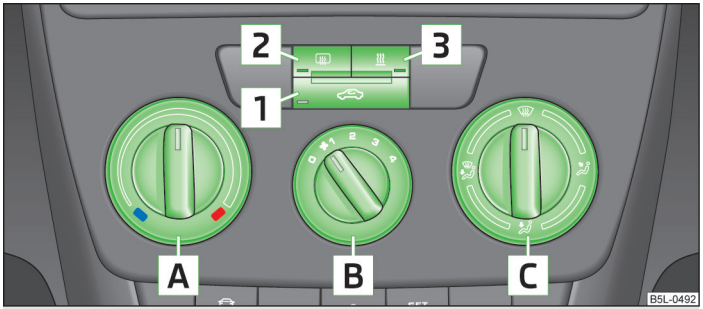

Fig. 90 **Heating: Control elements**
› Turn the control dial A » Fig. 90 to the right to increase the temperature.
› Turn the blower switch B » Fig. 90 into one of the positions, 1 to 4, to switch the blower on.
› The direction of the inlet air flow is controlled with air distribution regulator C » Fig. 90 » page 85.
All controls apart from the blower switch B » Fig. 90 can be set to any desired intermediate position.
- Controls A, B, C and the button 1 » Fig. 90 on page 86.
› Press the » Fig. 90 on page 86 button.
› Press the button » Fig. 90 on page 86 again.
Recirculated air mode is switched off automatically if the air distribution control C is turned to position » Fig. 90 on page 86. Recirculated air mode can be switched on again from this setting by repeatedly pressing the button.